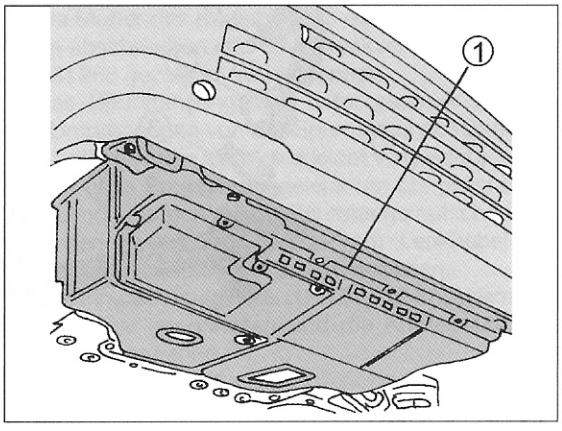

Bild 267
- Die Schutzverkleidung unter dem Fahrzeug ausbauen. Bild 267 zeigt die Verkleidung, die jedoch nicht